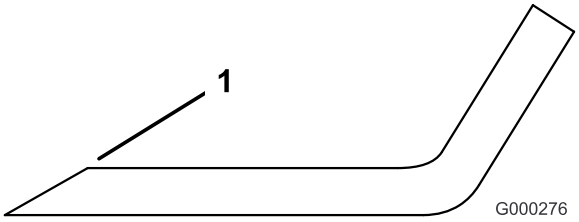

Figur 89
1. Anvend en fil til at slibe begge ender af skærekniven (Figur 89). Bevar den oprindelige vinkel. Skærekniven bevarer balancen, hvis der fjernes den samme mængde materiale på begge skærekanter.